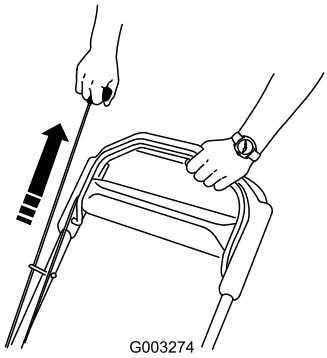

Figur 14
2. Trekk i tilbakespolingshåndtaket (Figur 14).